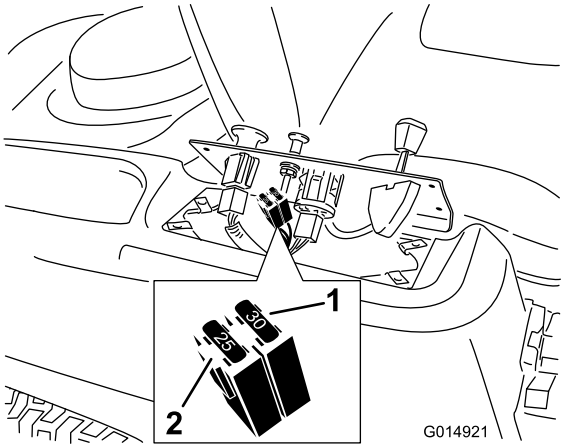

Figuur 41
2. Breng het bedieningspaneel omhoog om toegang te krijgen tot de hoofdkabelboom en het zekeringenblok (Figuur 41).
3. Om een zekering te vervangen, trekt u de zekering omhoog (Figuur 41).